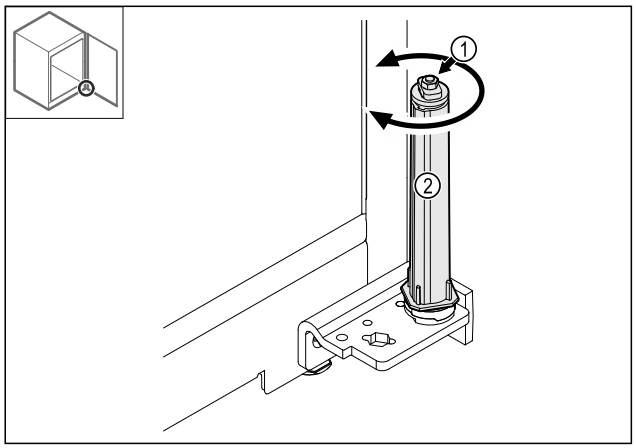

Fig. 40
▶ Nu dezasamblați îmbinarea filetată *Fig. 40 (1)* a sistemului de închidere.
▶ Rotiți sistemul de închidere *Fig. 40 (2)*, până când face clic.